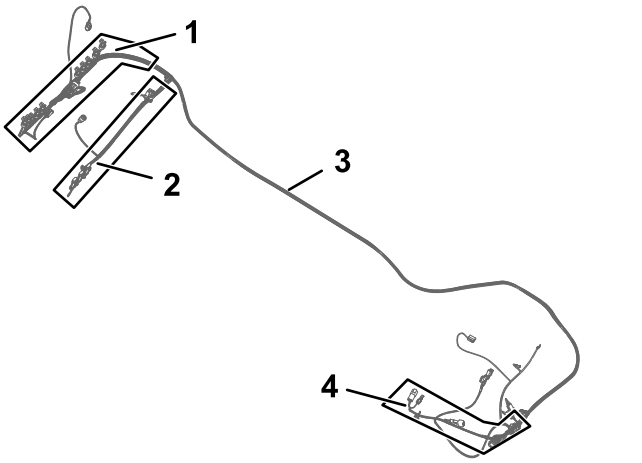
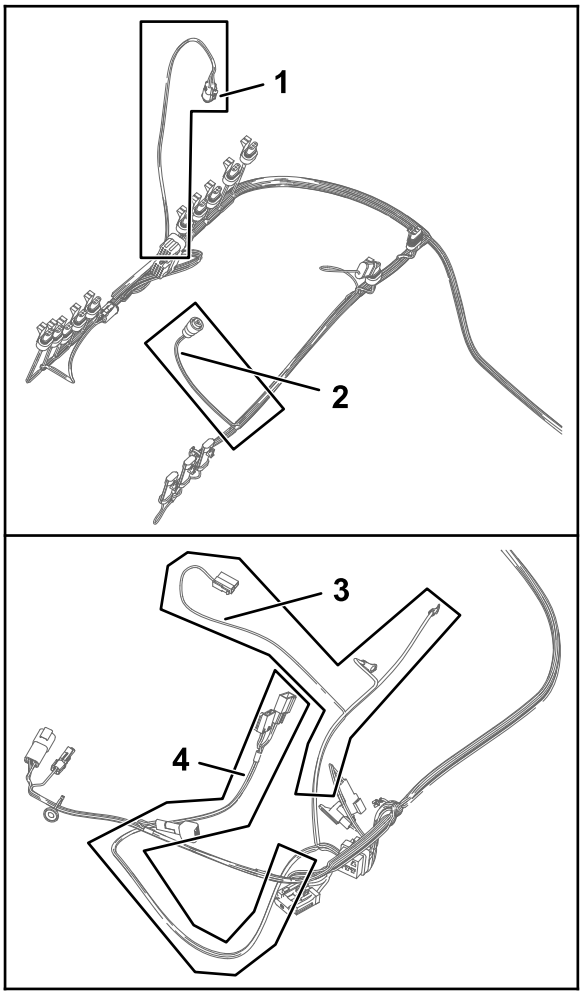

Figuur 74
Figuur 75
1. Zoek de kabelboomaftakkingen van 84 cm, 60 cm en 66 cm van de bijgeleverde kabelboom (Figuur 74 en Figuur 75).